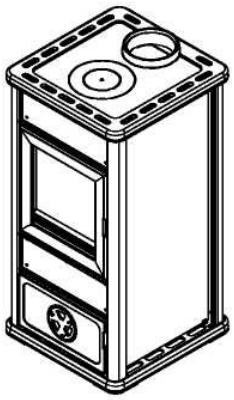

fig. 1
- Установка печи (Рис. 1) производится на достаточном расстоянии от горючих материалов и предметов; расстояние от боковых стенок печи до мебели должно составлять не менее 80 см и до стен не менее 10 см. Расстояние указано для мебели и стен негорючего типа или имеющих характеристики, позволяющие выдержать повышение температуры в помещении до 80°, не